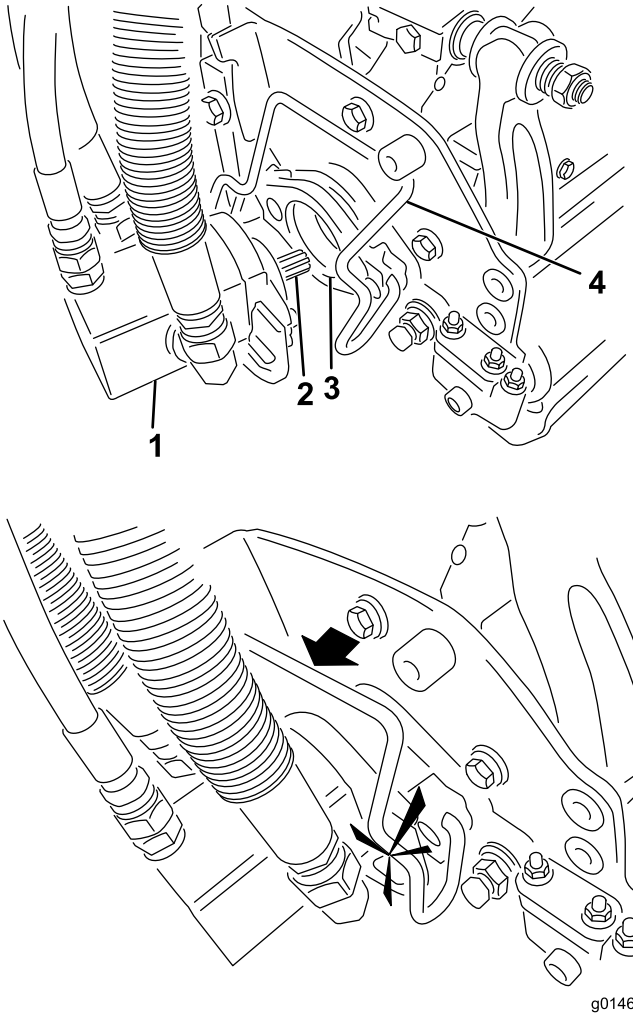

**Figur 35**
5. Dekk kileakselen i klippeenhetsmotoren med rent smørefett (Figur 35).
6. Sett motoren inn på klippeenhetens venstre side (fra brukerens synspunkt), og dra motorholdebøylen på klippeenheten mot motoren til du hører et "klikk" på begge sider av den (Figur 35).